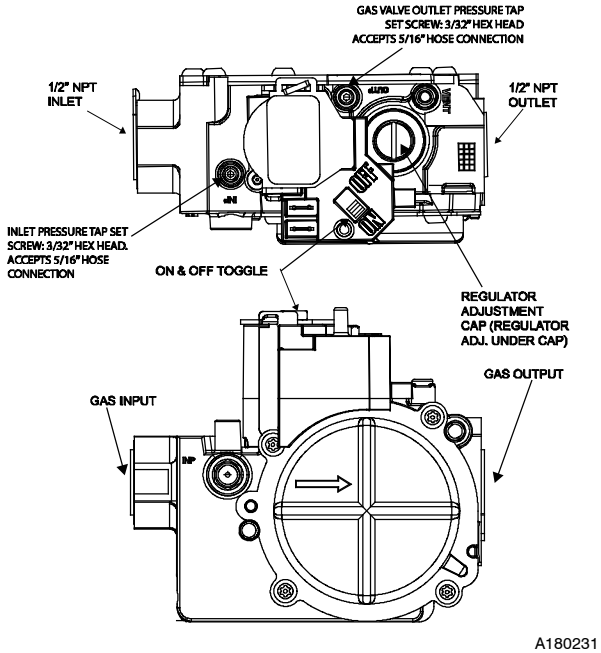

Fig. 39 - Gas Control Valve
b. Loosen set screw on inlet tower pressure tap no more than one full turn with a 3/32 in. hex wrench. (See Fig. 39)